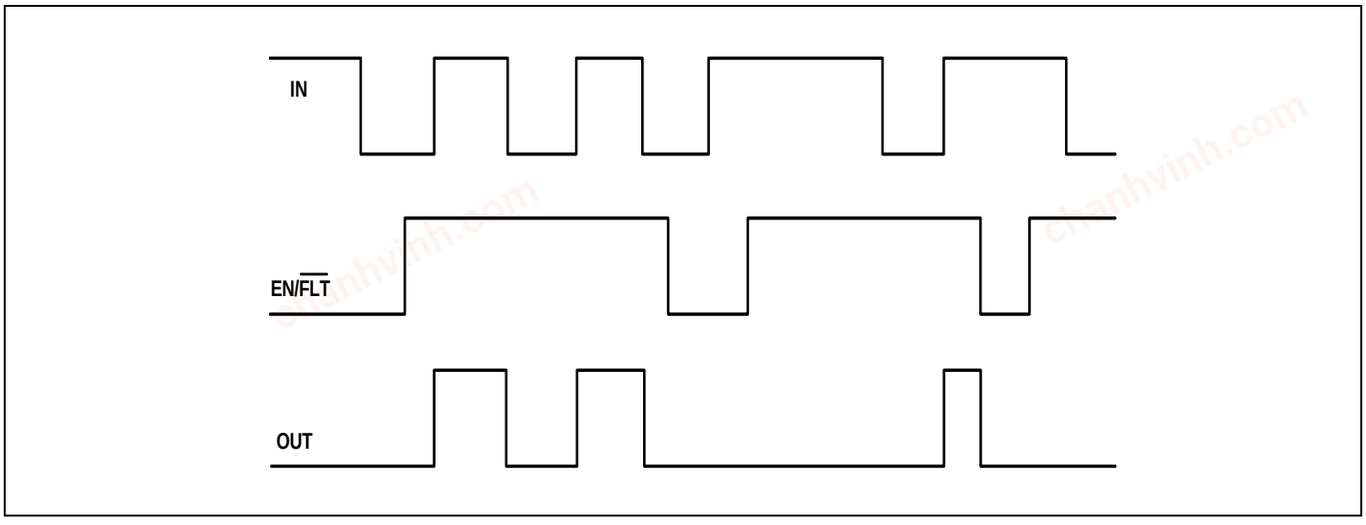

Figure 13 Input/output/enable pins timing diagram
The relationships between the input (IN), output (OUT) and enable (EN/$\overline{\text{FLT}}$) signals of the 1ED44175N01B are illustrated below in Figure 13.